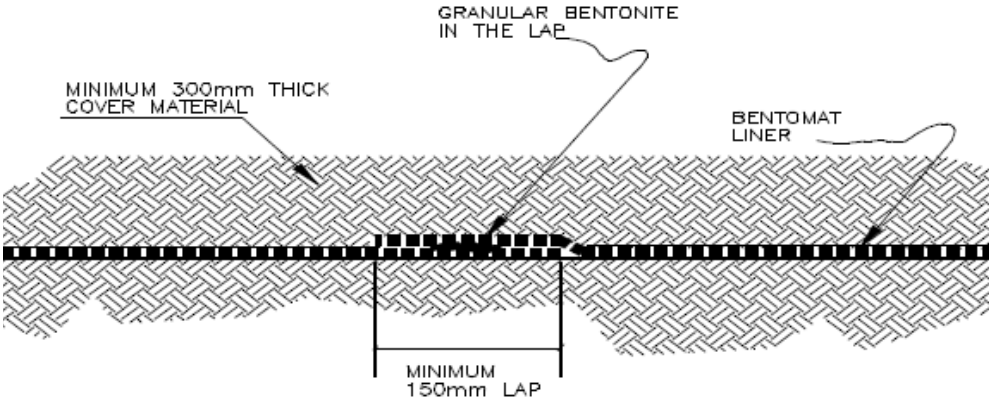

Figure 4b. Isometric view of completed Horizontal Pipe Penetration
8.4 A secondary collar of GCL should be placed around the penetration as shown in Figure 4b. It is helpful to first trace an outline of the penetration on the GCL and then to cut a "star" pattern in the collar to enhance the collar's fit around the penetration.